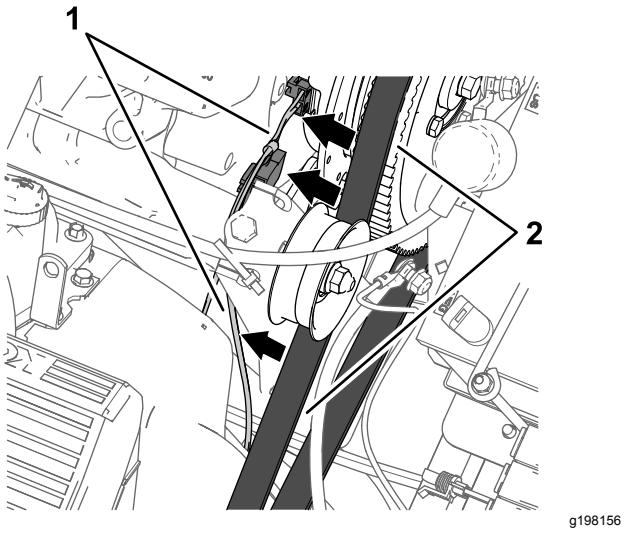

Figuur 168
4. Leid de kabelboomaftakking van 84 cm tegen de motor en de spuitpomp, maar zorg voor vrije ruimte tussen de kabelboom en de riem van de wisselstroomdynamo (Figuur 168).